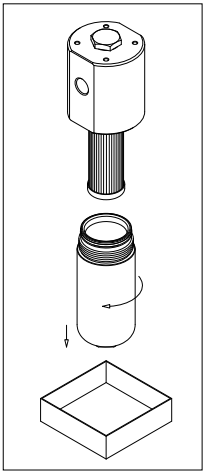

fig. 8
- (Fig. 8) Svitare il contenitore predisponendo un recipiente per la raccolta del fluido di lavoro